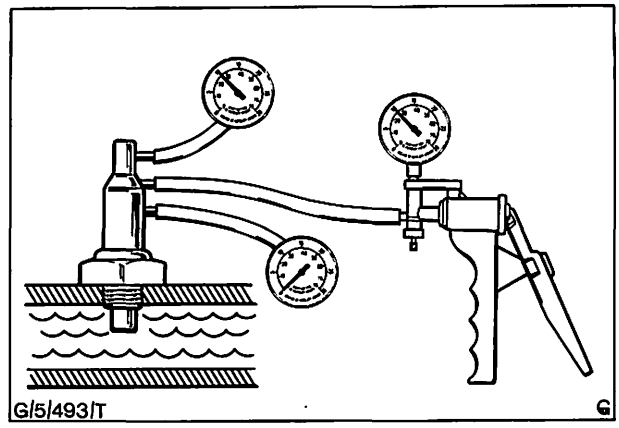

Abb. 176 Prüfanordnung für Dreikanal-Unterdruckthermostat (kalter Motor)
4. Vakuumpumpe und zwei Vakuummeter wie in Abb. 176 gezeigt anschließen.